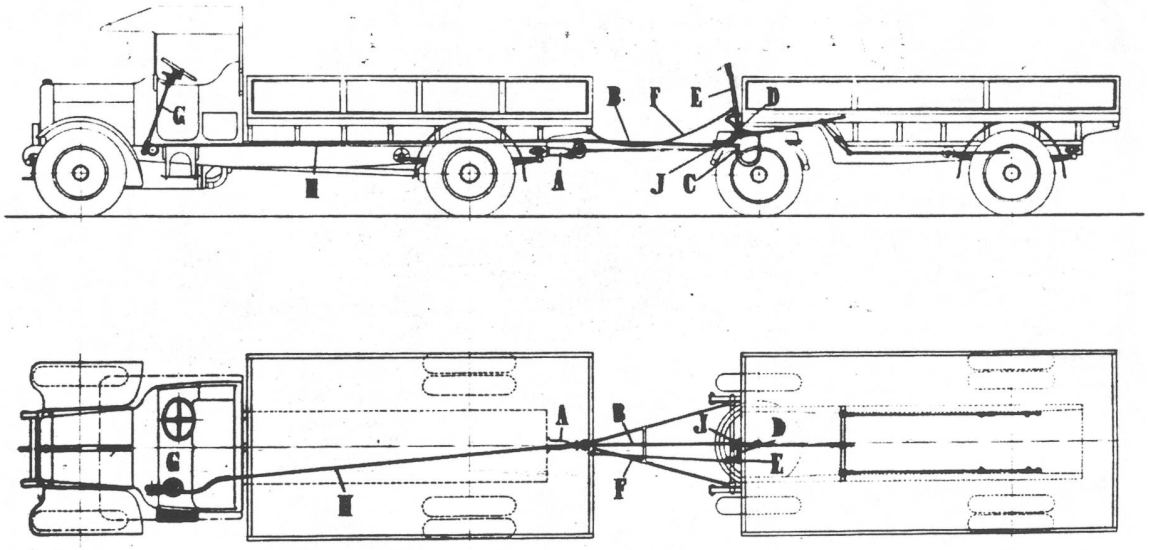

Abb. 5. Bremsschema.
Das Kabel (B) ist einfach an einem geeigneten Hebel des Bremssystems des Anhängers befestigt, wie Abbildung 5 zeigt.
Abbildung 5 zeigt das gesamte Bremsschema. Das Kabel (B) der automatischen Bremsvorrichtung wirkt auf den Hebel (C) des Bremsgestänges. Dieses kann unabhängig durch den Handhebel und mittels des Kabels (H) durch die Vorrichtung beim Führersitz betätigt werden.